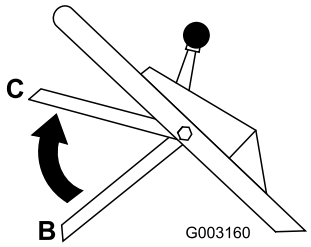

Figuur 20
3. Zet de bedieningsstang in de middelste positie ongeveer 13 cm onder de dwarsstang van de handgreep (positie C in Figuur 20).
4. Laat de bedieningsstang los (positie B in Figuur 20).